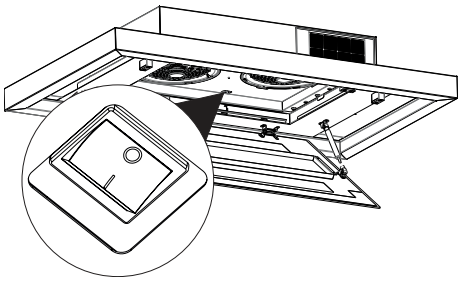

Abb. 13
5. Den Hauptschalter auf Position 1 stellen (Abb. 13).